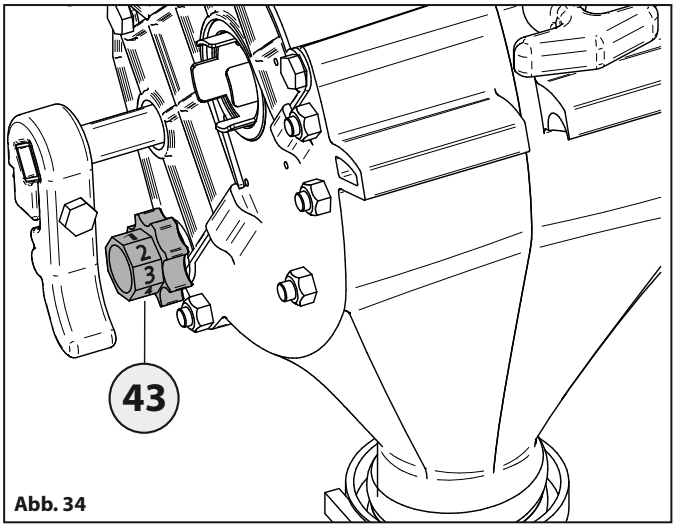

Abb. 34
- Die einzelnen Einstellknöpfe **43** an jedem Verteiler in die gewünschte Stellung bringen „Abb. 34".